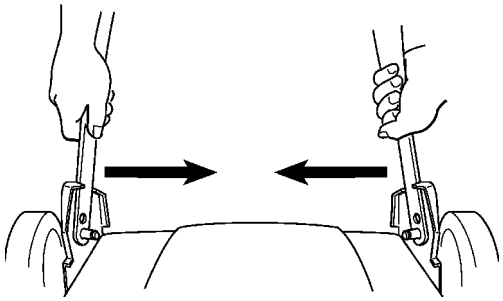

Figure 37
1. Squeeze the bottom handle section together and slide it past the stops of the handle brackets (Fig. 37).